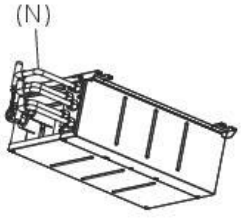

Fig. 8-7
► **Para dividir los cableados de cada bloque de terminales en dos derivaciones fuera de la Caja de derivación, utilice los conductos de cableado de dos derivaciones (N). (Fig. 8-7)**